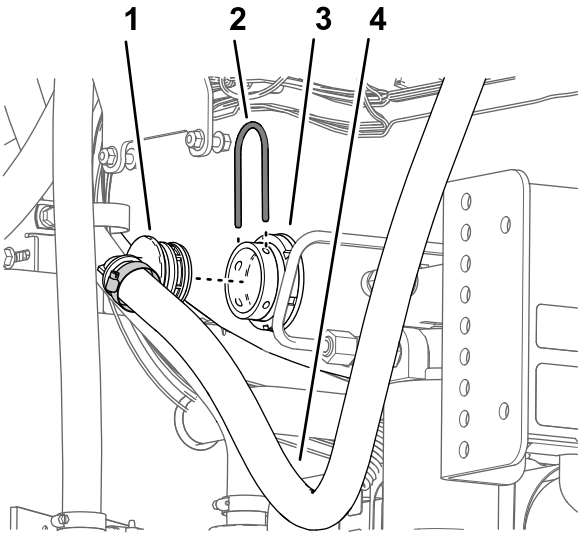

Figuur 61
2. Verwijder de grote borgclip waarmee de slangpilaar van 90° aan het onderste uiteinde van de omloopslang bevestigd is aan de tussenschotfitting van de spuittank (Figuur 61).